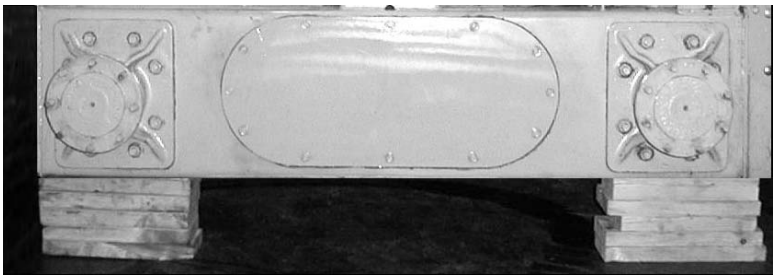

Fig. 33: Skid Loader Properly Blocked
2. Stack wooden blocks under the flat part of the loader chassis. They should be parallel to, but not touch, the rear tires (Fig. 33).